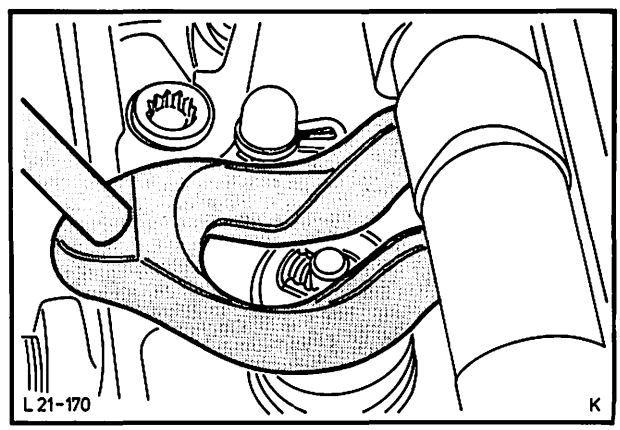

Abb. 247 Abbau der Ventilfeder mit Spezialwerkzeug 21-005 und 21-006
5. Ventilfeder und Ventilteller mit Spezialwerkzeug 21-005 herunterdrücken, Abb. 247. Ventilfederkeile entnehmen und Ventilfeder entspannen.